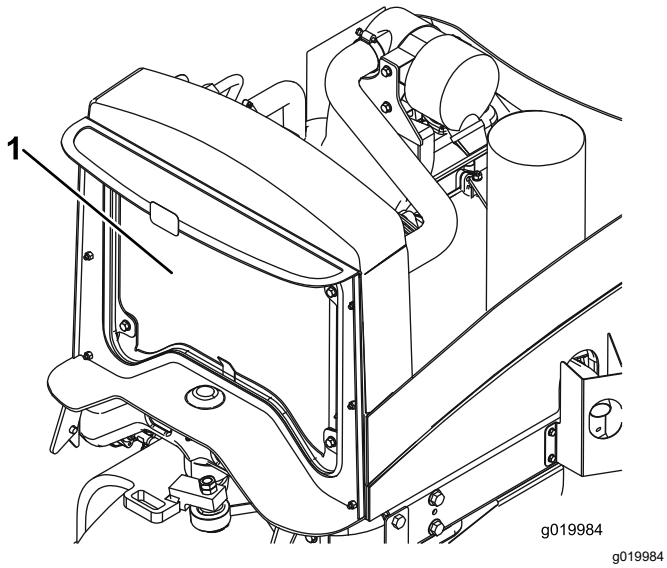

Figur 62
4. Rengör ordentligt med tryckluft på båda sidorna av kylaren (Figur 62).